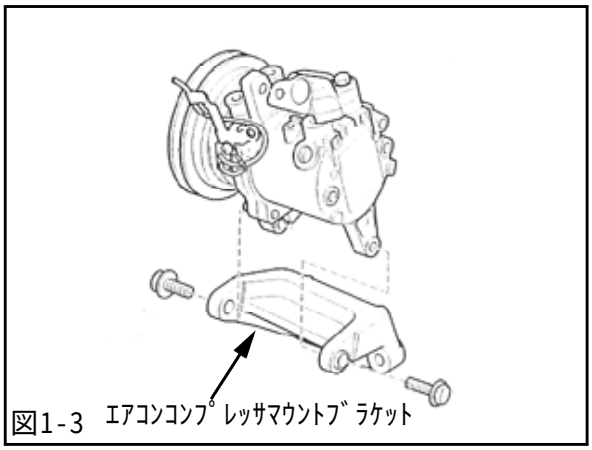

図1-3
(10)エアコンコンプレッサマウントブラケットを車両から取外してください。(図1-3)